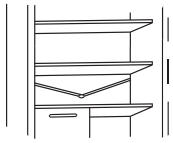

rys.12
• Utrzymuj przewód odpływowy (rys. 12) w czystości w komorze lodówki, aby nie gromadziła się w nim woda.